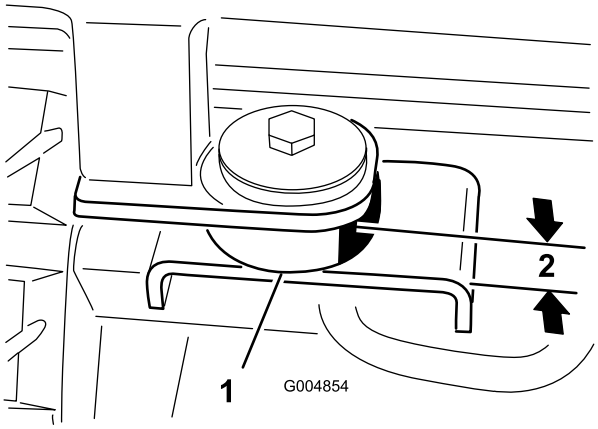

**Rysunek 114**
37. Zamocuj kabinę do maszyny przy tylnych punktach mocowania za pomocą śruby (1/2 x 3 cale), podkładki stalowej (1/2 x 2–1/2 cala), podkładki gumowej (1/2 x 2–1/2 cala) oraz nakrętki (1/2 cala) (Rysunek 114).